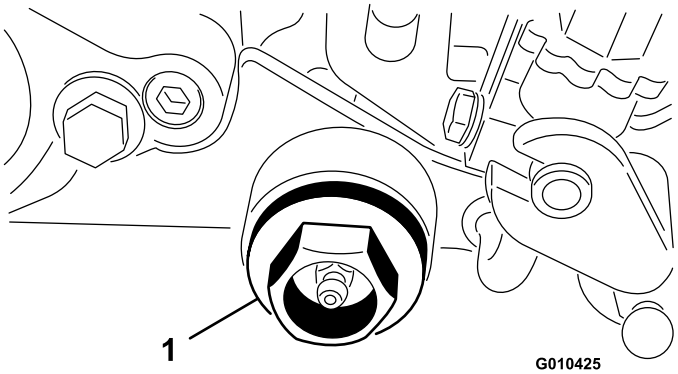

**Figura 11**
14. Enrosque el tapón en la carcasa del acondicionador (Figura 11).